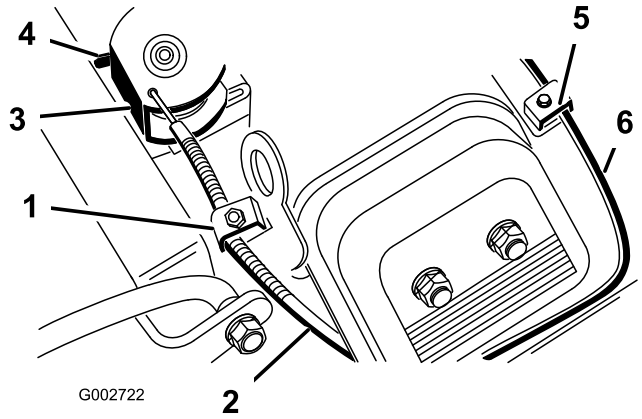

Figur 36
2. Lossa skruven på kabelklämman som fäster kabeln vid motorn (Figur 36).
4. Dra i gasvajern tills lekarens baksida rör vid stoppet (Figur 36).
4. Dra i chokevajern (Figur 36) tills chokeregleringsspjället är helt stängt, dra sedan åt skruven på kabelklämman.